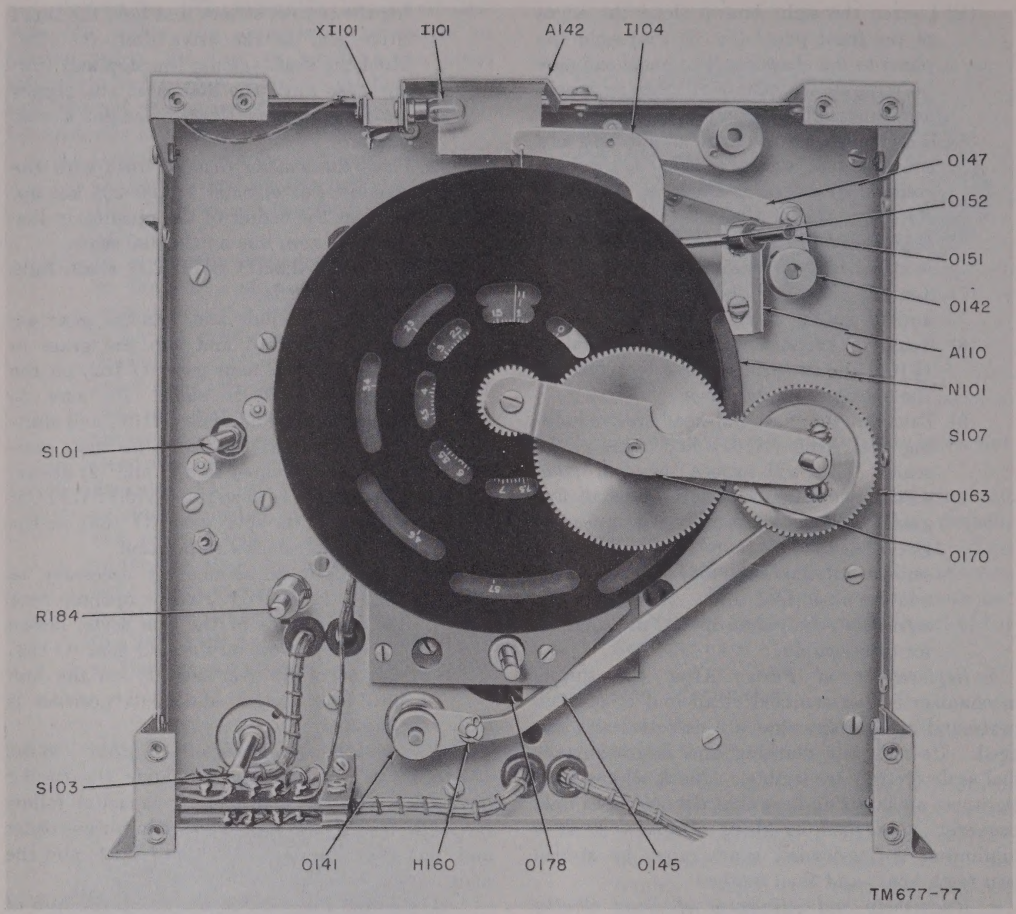

Figure 77. Radio Receiver R-395/PRD-1, view of gear train behind front panel.
(1) Remove the two screws that hold the dial light bracket (A 142) on top of the receiver (fig. 77) and lift off the bracket.
d. Lubrication. When Radio Receiver R–395/PRD–1 is repaired, always check the tuning mechanism, its linkage, and the gear train assembly behind the front panel (fig. 77); lubricate them as instructed in paragraph 127*a*. Lubricate the receiver cabinet as instructed in paragraph 127*b*.
(3) Loosen the set screw in the hub of the DIAL ADJ linkage and the two set screws in the hub of the function switch linkage (O 142).
(4) Remove the two screws on the top of the receiver that hold the dial light mounting bracket (A 142) and remove the bracket.
(5) Loosen the eight screws along the edges of the front panel (fig. 8) that hold the panel to the chassis. The panel can now be removed to expose the tuning mechanism assembly (fig. 77).
(6) Remove the center screw of the hub and bracket gear assembly (fig. 77), which consists of a gear staked on a bracket (O 170). Slip the assembly off the BAND SWITCH (S107) shaft to which is attached a spur gear (O 163).
(7) Remove the band shutter disk (O 161) and its spring washer.
(8) Remove the pointer indicator assembly (I 104) and its spring washer by removing the spring retaining rings.
(9) Take out the three flat-head screws holding dial scale (N101) and remove the scale. This will expose the gear train assembly, which consists of a set of five gears. The gear assembly is attached to the chassis by four hexagonal head screws. Remove the four screws and lift out the assembled unit. The gear train assembly requires no special instructions for disassembly.
c. Reassembly and Alinement of Band Shutter Assembly. To reassemble the tuning mechanism and aline the band shutter assembly, follow the steps in *a*(6) through (9) above in reverse order. The pinion gear on the tuning mechanism drives the large gear on the gang capacitor shaft. Be sure the large gear is under proper tension for minimum backlash and properly meshed with the pinion gear before tightening the four hexagonal head mounting screws; then proceed to aline the band shutter assembly as follows:
a. BAND SWITCH S107 and S102. To adjust the linkage between BAND SWITCH S107 and BAND SWITCH S102 (fig. 77), proceed as follows:
(1) Loosen the two set screws on the hub (O 141) of BAND SWITCH S102.
(2) Turn BAND SWITCH S107 and BAND SWITCH S102 shafts fully *counterclockwise.*
(3) Tighten the two set screws on the hub (O 141) of BAND SWITCH S102.
(4) Check to see that both indexes coincide and the switch contacts line up at the center of their respective contact springs.